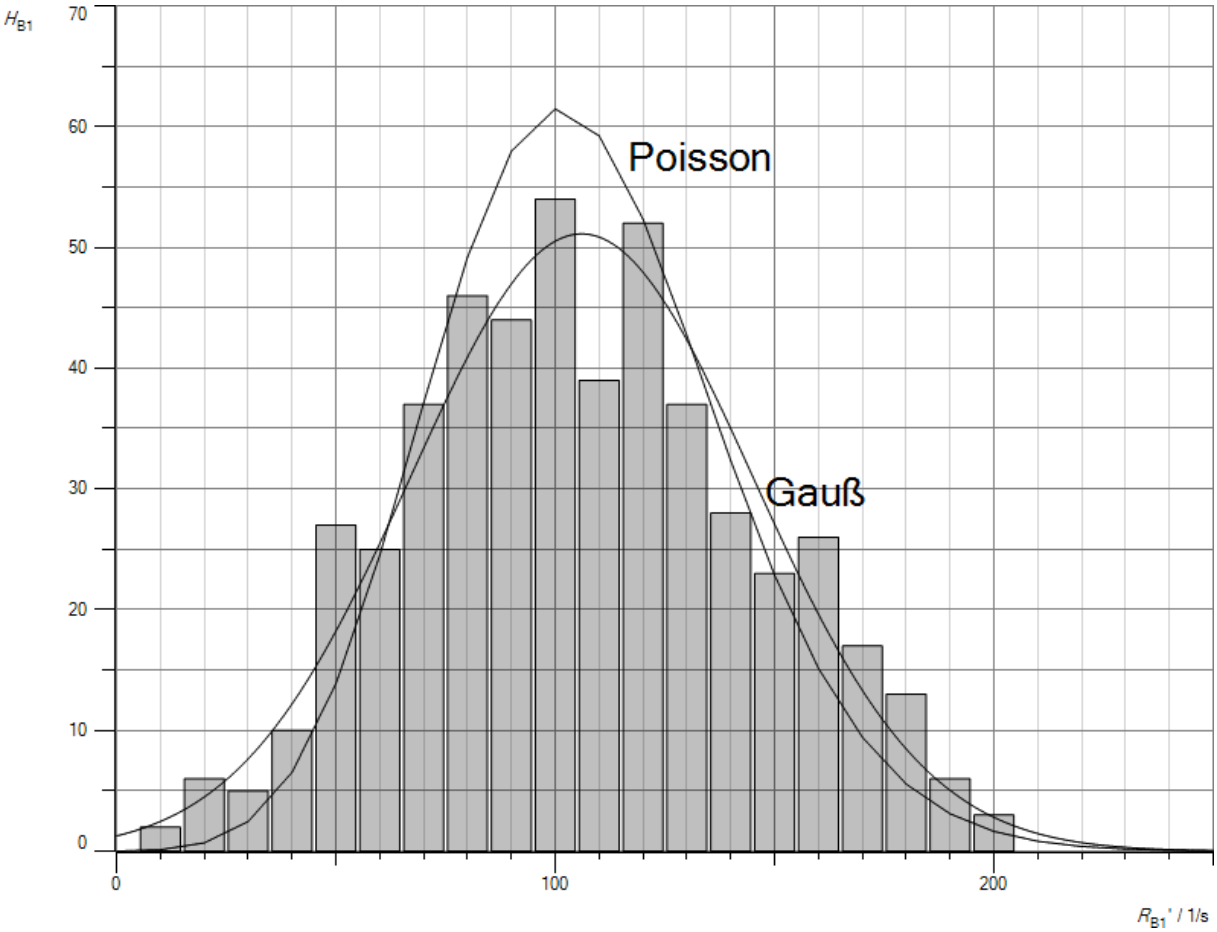

Abb.3: Verteilungskurve
e. Man erhält die Abb. 3. Die Messwerte lassen sich durch beide Verteilungen etwa gleich gut anpassen. Sie unterscheiden sich vor allem in der Steilheit im Bereich der Flanken der gemessenen Aktivitäten. Wiederholt man den Versuch, so kann das Histogramm sehr unterschiedlich ausfallen, wobei mal die Gaußverteilung und mal die Poissonverteilung die Messwerte besser abbildet. Für höhere Mittelwerte gehen beide ineinander über.